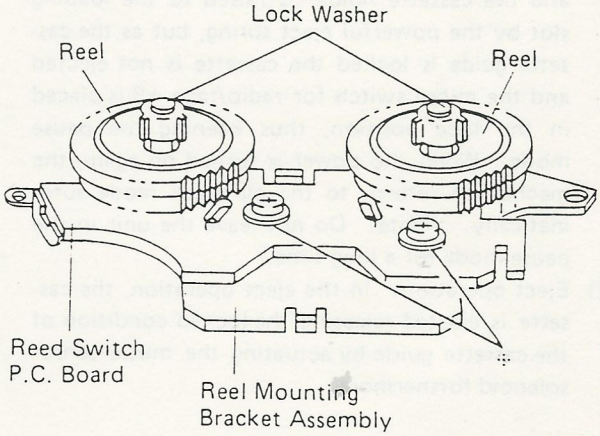

Figure 24
(5) Remove two lock washers to take off two reels shown in Figure 24.
(6) After removal of the reels, remove two screws marked " ※ " and the lead wires to take off the reed switch P.C. Board shown in Figure 24.
(7) After replacing the reel or the reed switch P.C. Board with a new one, assemble it in the reverse way to disassembly. (Take care of the B.T. spring mounting position.)
(8) After assembling, confirm the tape speed and wow/flutter with the test tape (MTT-111).